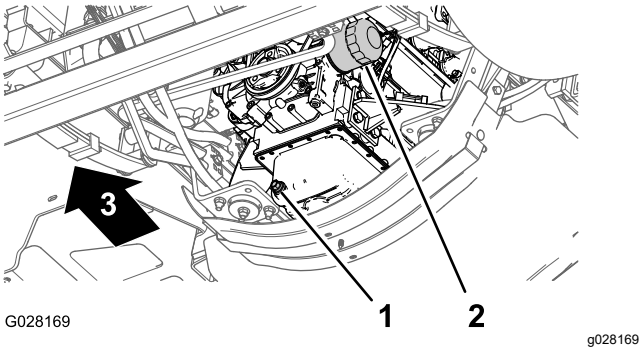

Figure 67
3. Align a drain pan under the engine oil filter (Figure 67).
4. Remove the old oil filter (Figure 67).
8. Install the oil filter to the filter adapter and turn the oil filter clockwise until the rubber gasket contacts the filter adapter, then tighten the filter an additional 1/2 turn (Figure 67).
1. Align a drain pan under the drain plug (Figure 67).
2. Remove the drain plug (Figure 67) and allow the oil to drain completely.